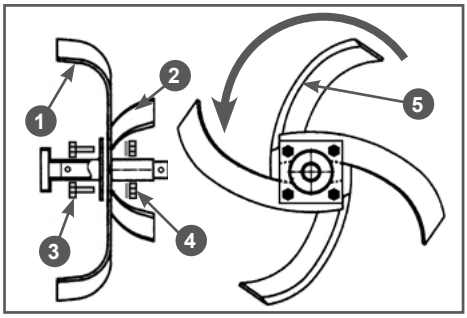

Рис. 2 Сборка правой внутренней фрезы
1. Установите ножи фрез на квадратные фланцы осей фрез. Установку ножей нужно начинать с внутренней оси (Рис. 2). Для примера на Рис. 2 показана установка ножей на правую внутреннюю ось. В первую очередь на фланец устанавливаются правые ножи 2 (имеющие изгиб в сторону от коробки передач), затем устанавливаются левые ножи 1 (имеющие изгиб к коробке передач) (Рис. 2).
2. Закрепите ножи на фланце оси с помощью болтов 3 и шайб с гайками 4 (Рис. 2).
Ножи должны быть установлены так, чтобы лезвия 5 ножей врезались в землю при движении мотокультиватора вперед (Рис. 2).